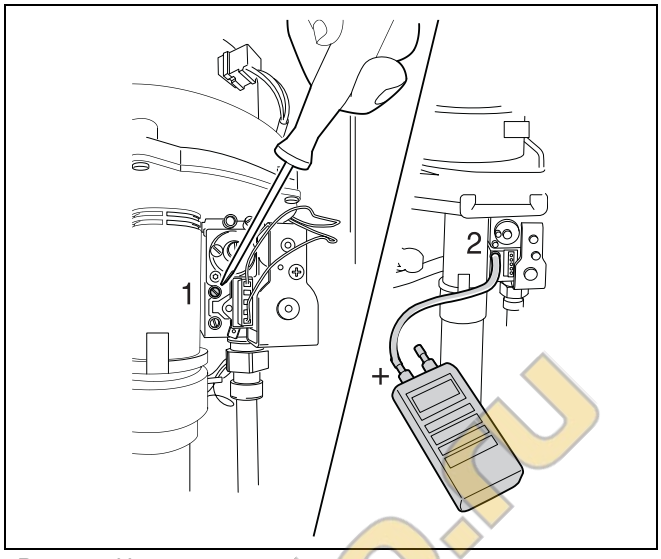

Рис. 31 Измерение и регулировка соотношения газ/воздух
- Отверните на два оборота винт в верхнем ниппеле (измерения давления на горелке) (→ рис. 31, [1]).
- Соедините трубкой штуцер "+" измерителя давления с ниппелем измерения давления горелки (→ рис. 31, [2]).